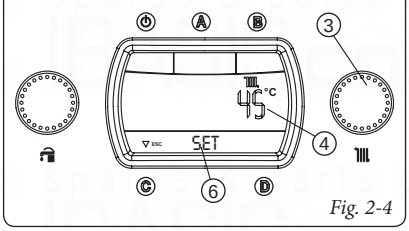

Fig. 2-4
- **Winter ( ):** in this mode the boiler operates to provide both domestic hot water and central heating. The temperature of the domestic hot water is always adjusted using the selector switch (item 1), the central heating temperature is adjusted using the selector switch (item 3) and the relative temperature is indicated on the display (item 4) and the 'SET' appears on the status display (item 6). As shown in Fig. 2-4.